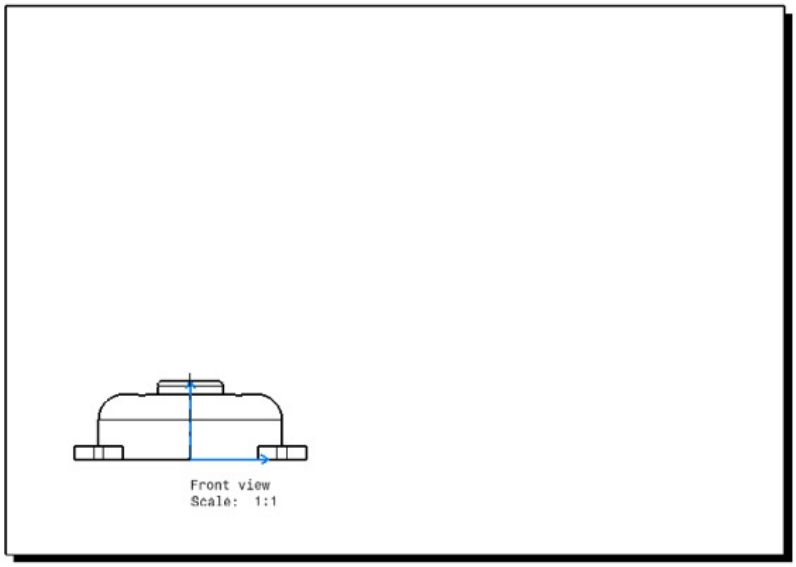

Figure 13-48 *The drawing sheet after generating the front view*
d. Generate the front view, refer to Figure 13-48.
8. Press and hold the left mouse button on the green dashed rectangular frame in which the preview of the front view is enclosed, and then drag the cursor close to the lower-left corner of the drawing sheet, refer to Figure 13-48.
9. Click on the drawing sheet to generate the front view. The drawing sheet after generating the front view is shown in Figure 13-48.